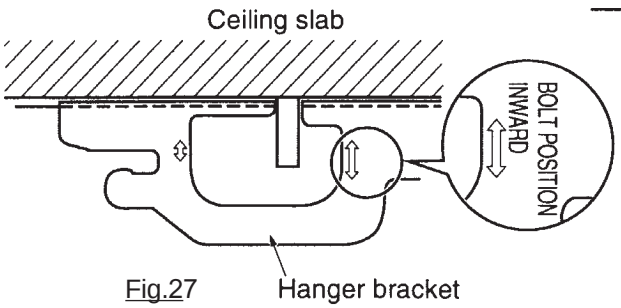

Fig.27
- Make sure that extended suspension bolt from the ceiling stays inside the arrowed position.Readjust the hanger bracket when it is outside the arrowed position.(Refer to Fig.27)